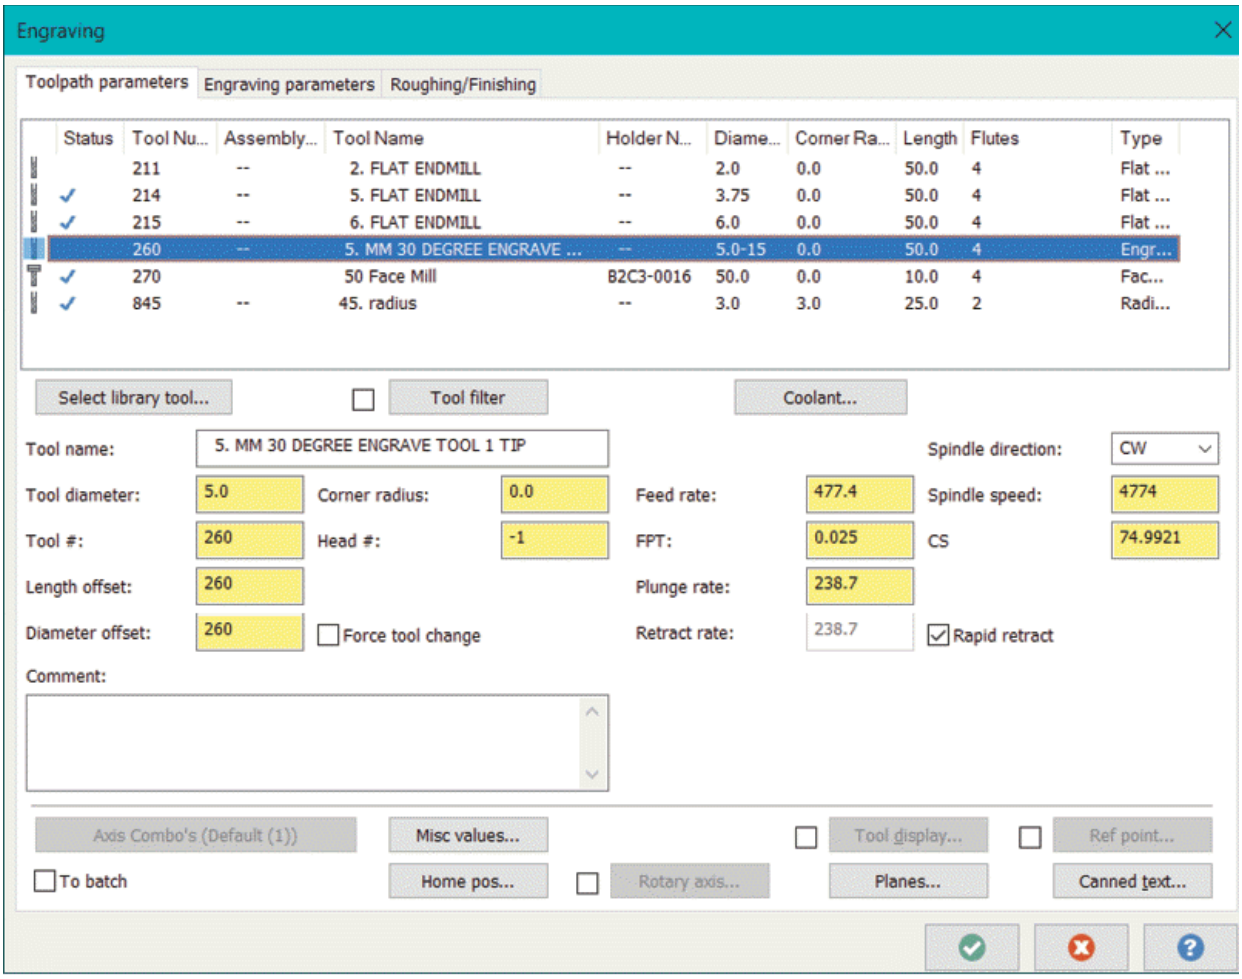

Figure-17. Engraving dialog box
- Click on the **OK** button from the dialog box. The **Engraving** dialog box will be displayed; refer to Figure-17.